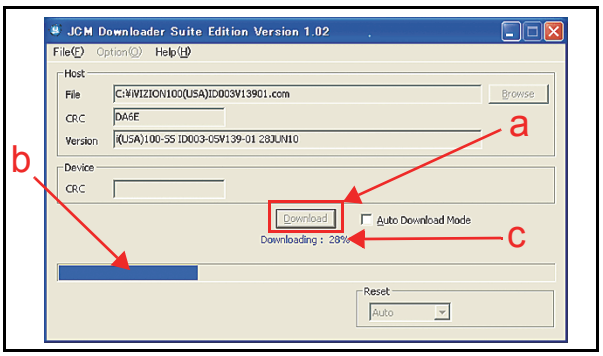

Figure 6-21 Download Progress Screen 1
10. When the "**JCM Downloader Suite**" Screen reappears, Mouse-click on the center "Download" Screen Button (See Figure 6-21 a) to begin the Software download into the iVIZION® Unit. The Download Screen will display a Progress Barograph during the download operation (See Figure 6-21 b), and a Blue Text Line below the Download Screen Button will display the download Percentage as "Downloading : XX%" (See Figure 6-21 c). The Status LED will alternately light Green and Red during this operation.